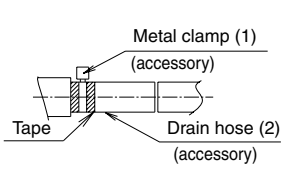

Fig. 11
- Use the drain hose (2) and the metal clamp (1). Insert the drain hose (2) fully into the drain socket and firmly tighten the metal clamp (1) with the upper part of the tape on the hose end. Tighten the metal clamp (1) until the screw head is less than 4 mm from the hose. **(Refer to Fig. 11, 12)**